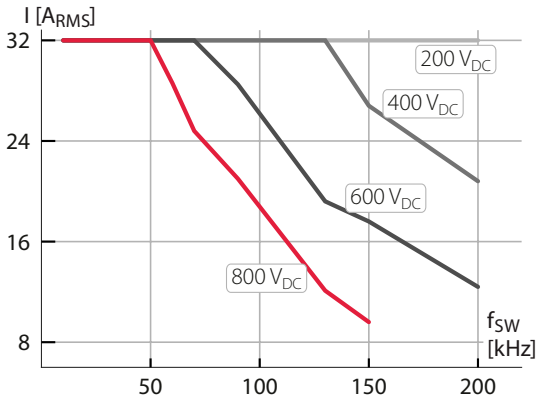

Fig. 10. Current capability as a function of the switching frequency
The operating conditions are constrained by the converter Safe Operating Area (SOA). The limitations on the DC bus voltage, AC output voltage, and switching frequency are illustrated in Fig. 10 to 13.
The maximum continuous current depends mostly on the cooling capability of the power semiconductors. When switching losses increase, conduction losses must be reduced according to Fig. 10 and 11 to ensure proper cooling. Additionally, further derating due to the ambient air temperature or other environmental conditions may apply.
- **B-Board controller** : The main processing unit enforces the SOA curves from Figures 10 and 12. Additionally, it provides an over-current protection for the damping resistors and automates the operation of the AC precharge.
The B-Board continuously monitors the DC bus voltage and power modules currents and estimates the switching frequency from the gating signals. Therefore, it can detect if the inverter is operating outside the SOA curves from Fig. 10 and 12 and generate a fault.
Current derating curve exceeded	$\|I_M\| > \|I_{M,max}(V_{DC}, f_{sw})\|$, *see Fig. 10*